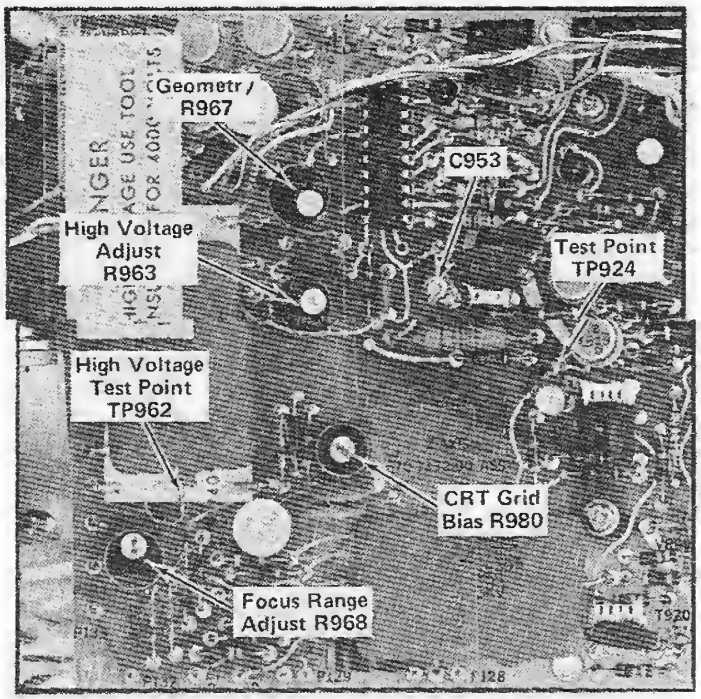

Fig. 5-5. CRT circuit test point and adjustment locations.
a. Connect the DC Voltmeter between the –3940 volt test point TP962 (see Fig. 5-5) and ground.
c. ADJUST–High Voltage Adjust R963 (see Fig. 5-5) for a meter reading of –3940 volts, ±78.8 volts.
a. Attach a 10X probe to the test oscilloscope and connect the tip of the probe to test point TP924 on the Z Axis circuit board. See Fig. 5-5.
g. ADJUST–CRT Grid Bias adjustment R980 (see Fig. 5-5) so the spot on the CRT just disappears.
k. ADJUST–C953 (see Fig. 5-5) for optimum waveform risetime and flat top.
d. ADJUST–Focus Range adjust R968 (see Fig. 5-5) and ASTIG adjust R85 (located on rear panel) for optimum focus of both the horizontal and vertical portions of the display.